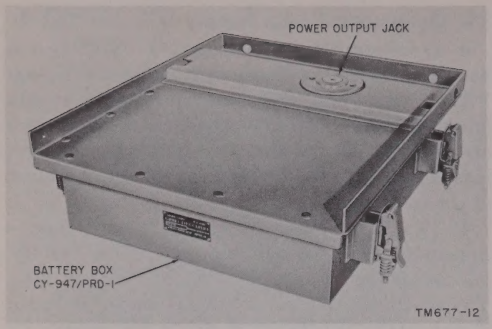

Figure 12. Battery Box CY-947/PRD-1.
a. Battery Box CY-947/PRD-1 (fig. 12) is used to furnish power in place of the dynamotor-power supply. The unit has no operating controls. A wiring diagram is shown in figure 82. The dimensions, volume, and weight of the unit are given in paragraph 9.